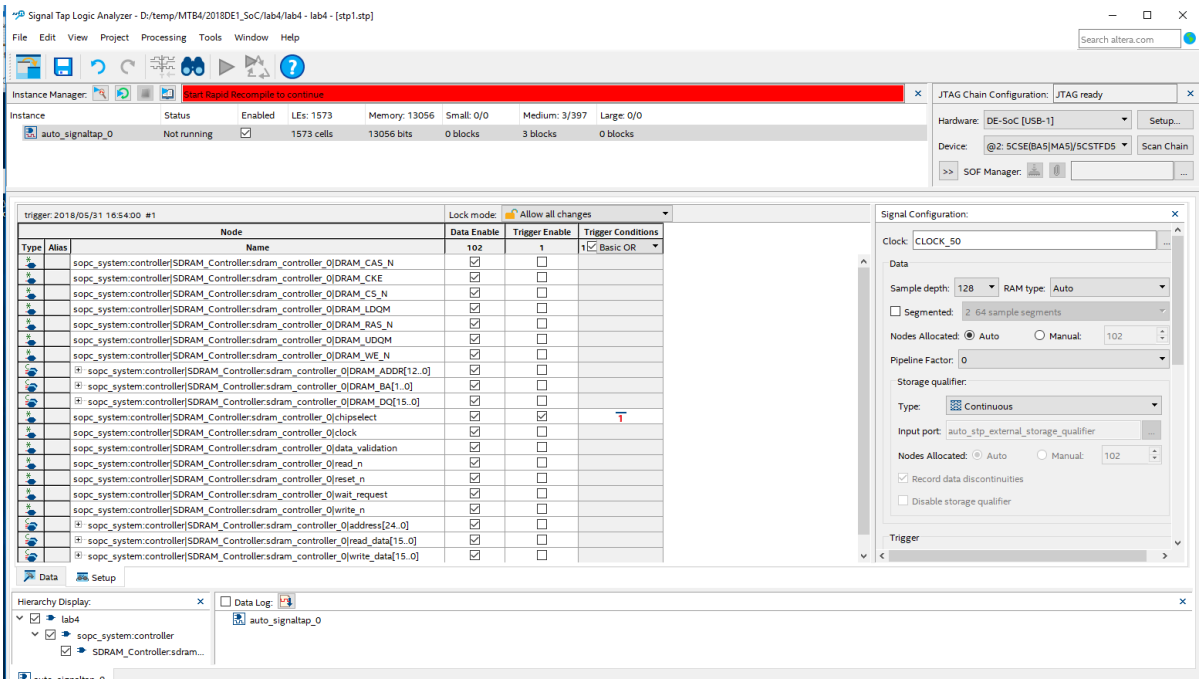

Figure 9: A possible setup for Signal Tap Logic Analyzer
3. Select `CLOCK_50` to be the clock for the system, as you learned in the tutorial. Set the analyzer to trigger only on a high value of the chipselect signal. (A possible setup is shown in Figure 9.)